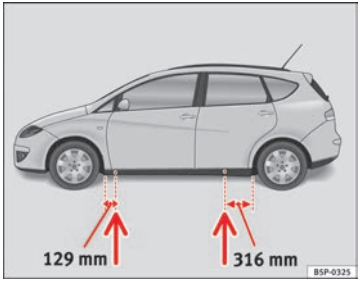

Fig. 181 Jack position points
– Locate the jacking point under the door sill closest to the wheel to be changed ⇒ Fig. 181.
Recesses at the front and rear of the door sills mark the jacking points ⇒ Fig. 181. There is only one jacking point for each wheel. Do not fit the jack anywhere else.